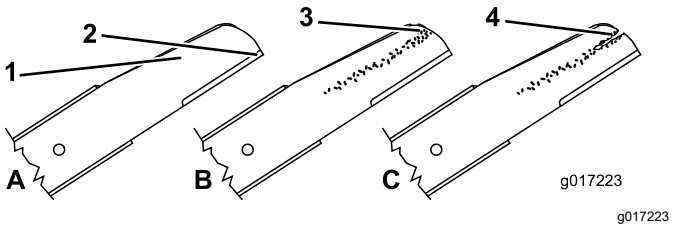

Figure 34
1. Examinez le tranchant des lames (Figure 34). Si elles sont émoussées ou présentent des indentations, déposez les lames et affûtez-les ou remplacez-les.
2. Inspectez les lames, et plus particulièrement l'ailette (Figure 34). Remplacez immédiatement toute lame endommagée, usée ou qui présente une entaille.